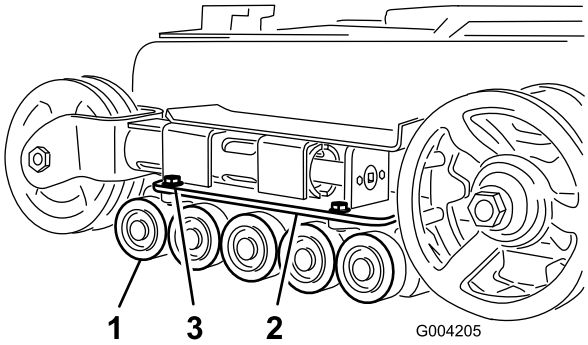

Figur 47
2. Ta bort de fyra bultarna som fäster varje nedre larvbandsstyrning som innehåller väghjulen, och ta bort hjulen (Figur 47).